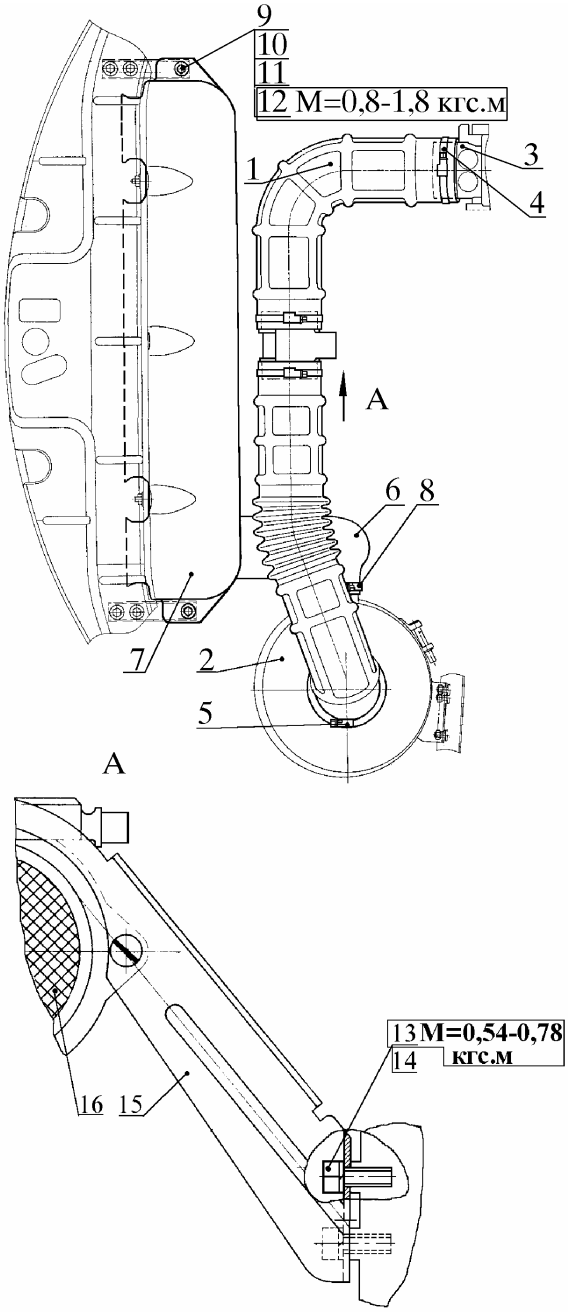

Рис. 38. Установка воздухозаборника и шлангов воздушного фильтра:
5.15. **Установить воздухозаборник 7** (рис. 38) **и шланги воздушного фильтра** в последовательности, обратной снятию (см. п. 4.6), при этом руководствоваться следующими техническими требованиями: